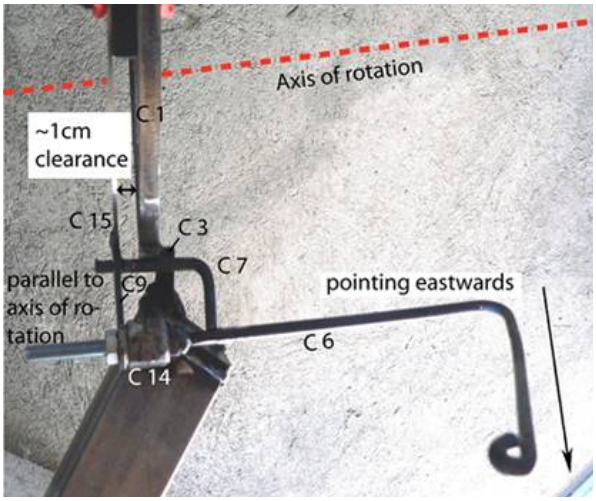

Fig. 67: montage de la poignée de l'obturateur
- que la poignée pointe vers l'est lorsque l'obturateur cache le foyer. Voir Fig.67.